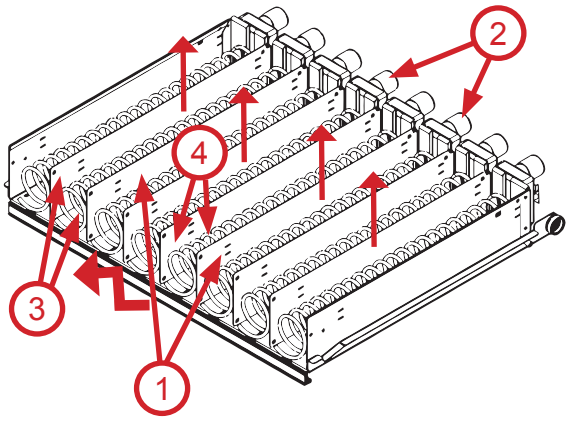

Figure 37 - Shelf with single cells
1. Remove the four shelf barriers in the direction shown by arrows in fig. 37.